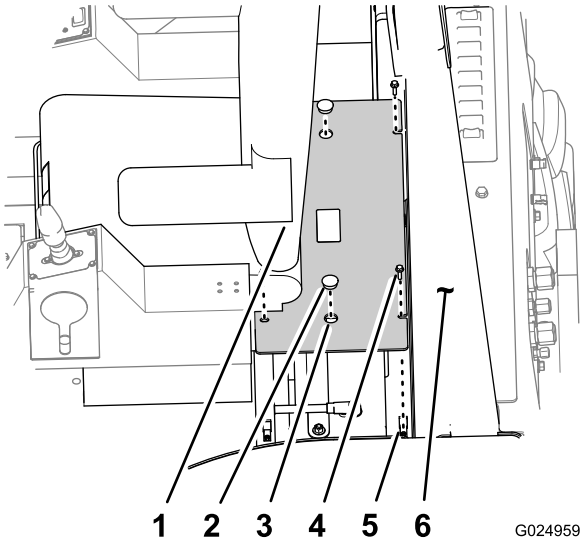

Bild 114
3. Entfernen Sie die mit zwei Fingern abzuziehenden Abdeckungen von den Löchern in der Batterieabdeckung (Bild 114).
4. Entfernen Sie die vier Bundkopfschrauben (5/16" x 1"), mit denen die Batterieabdeckung an der Überrollschutzplattform befestigt ist (Bild 114).
5. Heben Sie die Batterieabdeckung mit den Fingerlaschen hoch und nehmen Sie sie von der Überrollschutzplattform ab (Bild 114).
4. Fluchten Sie die Löcher in der Batterieabdeckung mit den Clipmuttern am Befestigungsflansch für die Abdeckung aus (Bild 114).